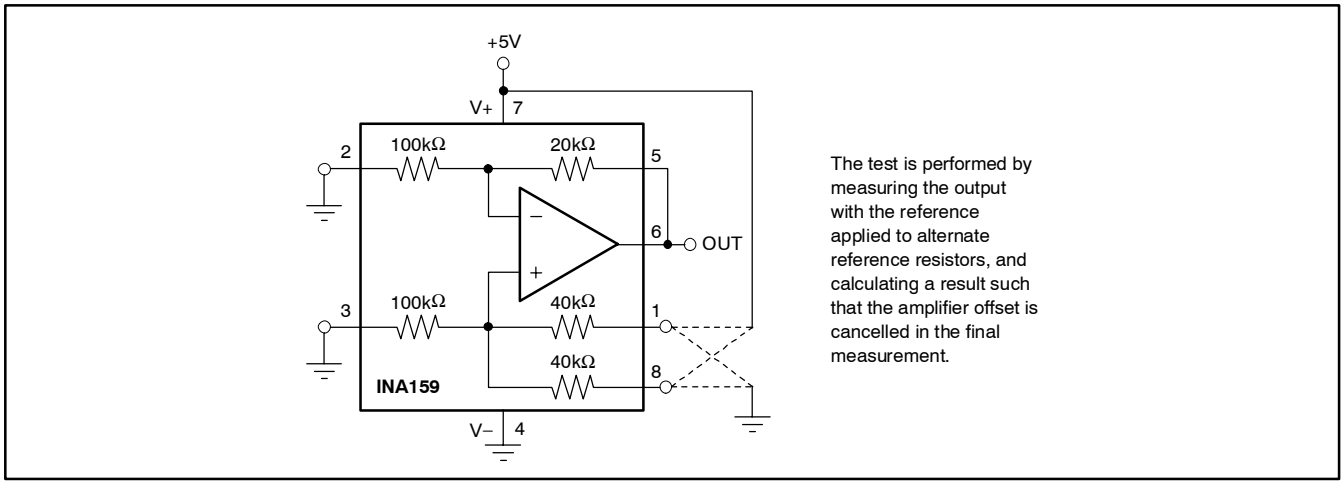

Figure 2. Test Circuit for Reference Divider Accuracy
(1) Includes effects of amplifier input bias and offset currents.
(2) Reference divider accuracy specifies the match between the reference divider resistors using the configuration in Figure 2.
(3) Internal resistors are ratio matched but have ±20% absolute value.
(4) Includes effects of amplifier input current noise and thermal noise contribution of resistor network.